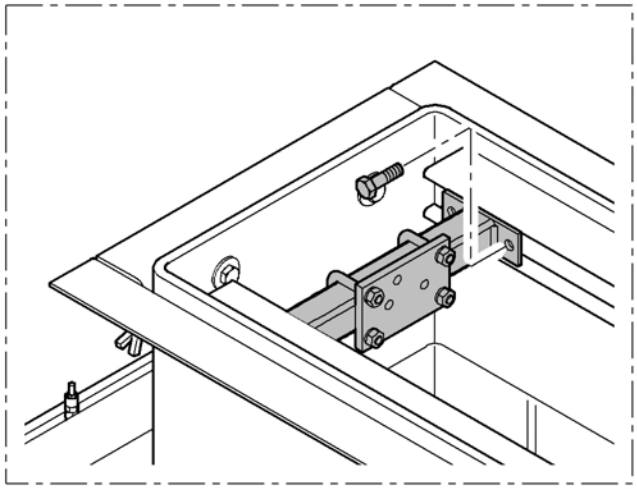

Fig. 7
• Fijar las barras estabilizadoras en las guías de la arqueta utilizando los pivotes de fijación. (Fig. 7)